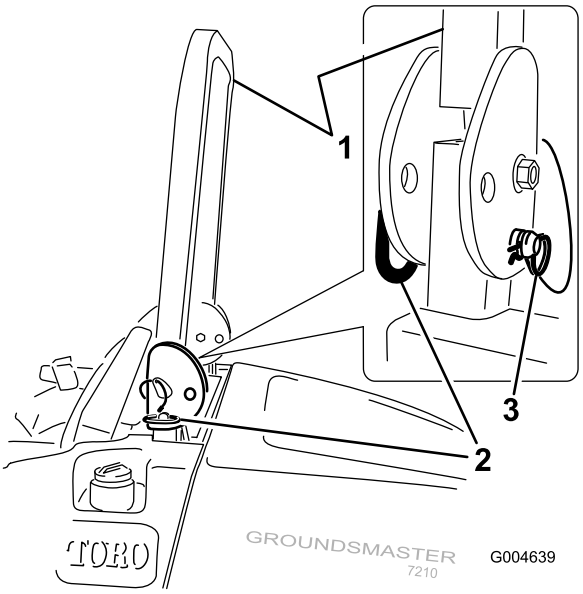

Figur 10
1. For å senke veltebøylen, fjern hårnålssplintene, skyv veltebøylen bakover mot fjærene og fjern de to pinnene (Figur 10).
3. Monter de to pinnene og fest dem med hårnålssplintpinnene (Figur 10).
4. Fjern hårnålssplintpinnene og fjern de to pinnene for å heve veltebøylen (Figur 10).
5. Hev veltebøylen til oppreist stilling, monter de to pinnene og fest dem med hårnålssplintpinnene (Figur 10).